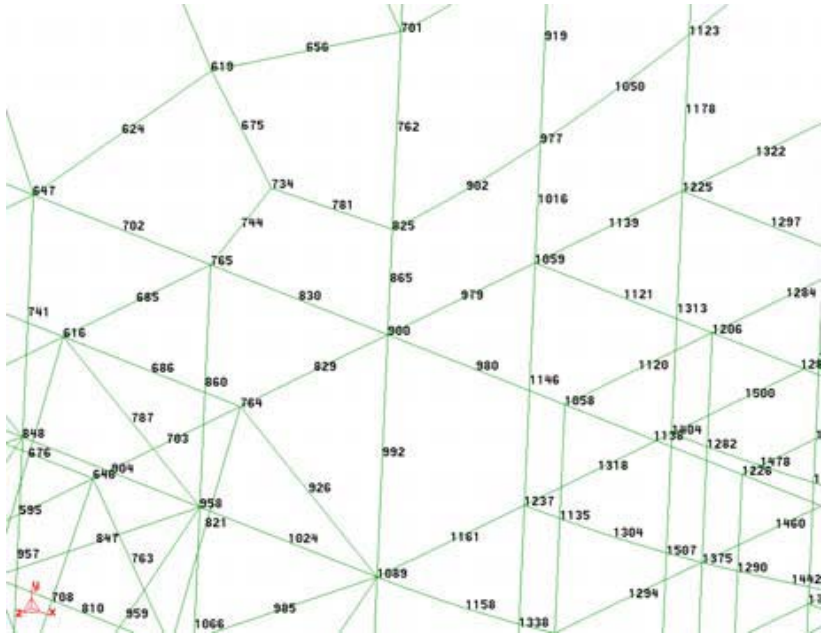

Figure 17. Each number identifies a node. There is a node at each element vertex and at the midpoint of each edge.
32. Once the mesh has been generated, select **Label→All in→Points**. The result is shown in Figure 17. Now, there are not only nodes at the vertices, but also at the midpoints of the edges of the elements.